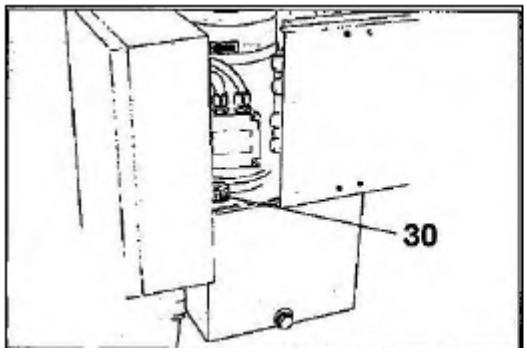

Рис. 37
7) Отвинтите колпачок (30, рис.37), залейте масло, завинтите колпачок и снова заблокируйте его.